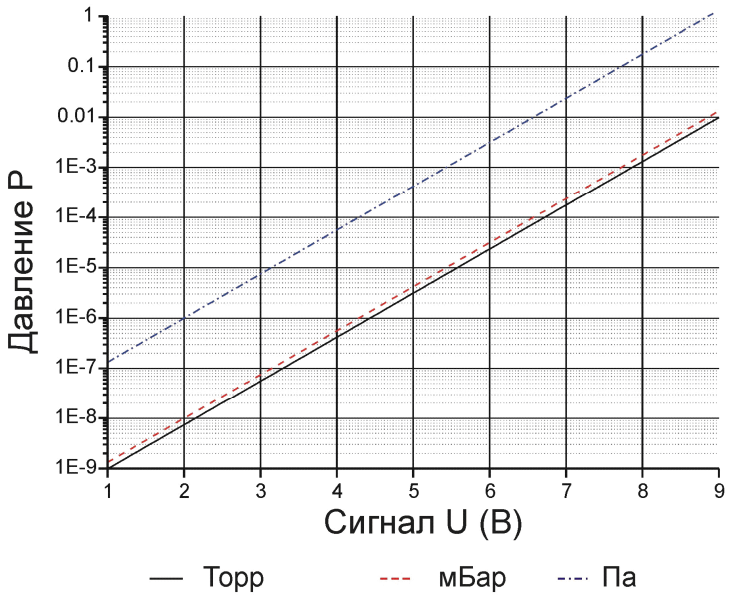

Рис.5.
12.4. График зависимости давления в обследуемом объеме от величины напряжения на аналоговом выходе прибора приведен на рис.5.